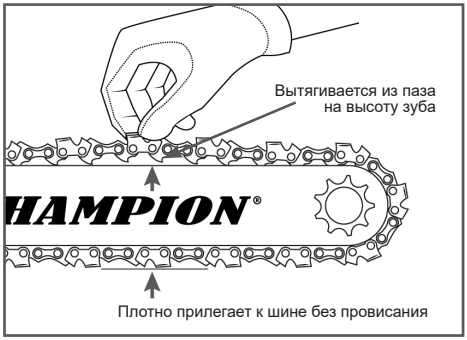

Рис. 6 Правильное положение цепи
3. Вращайте винт до тех пор, пока цепь не будет плотно прилегать к нижней части шины, на середине шины цепь должна выходить из направляющего паза на высоту зуба (Рис. 6).